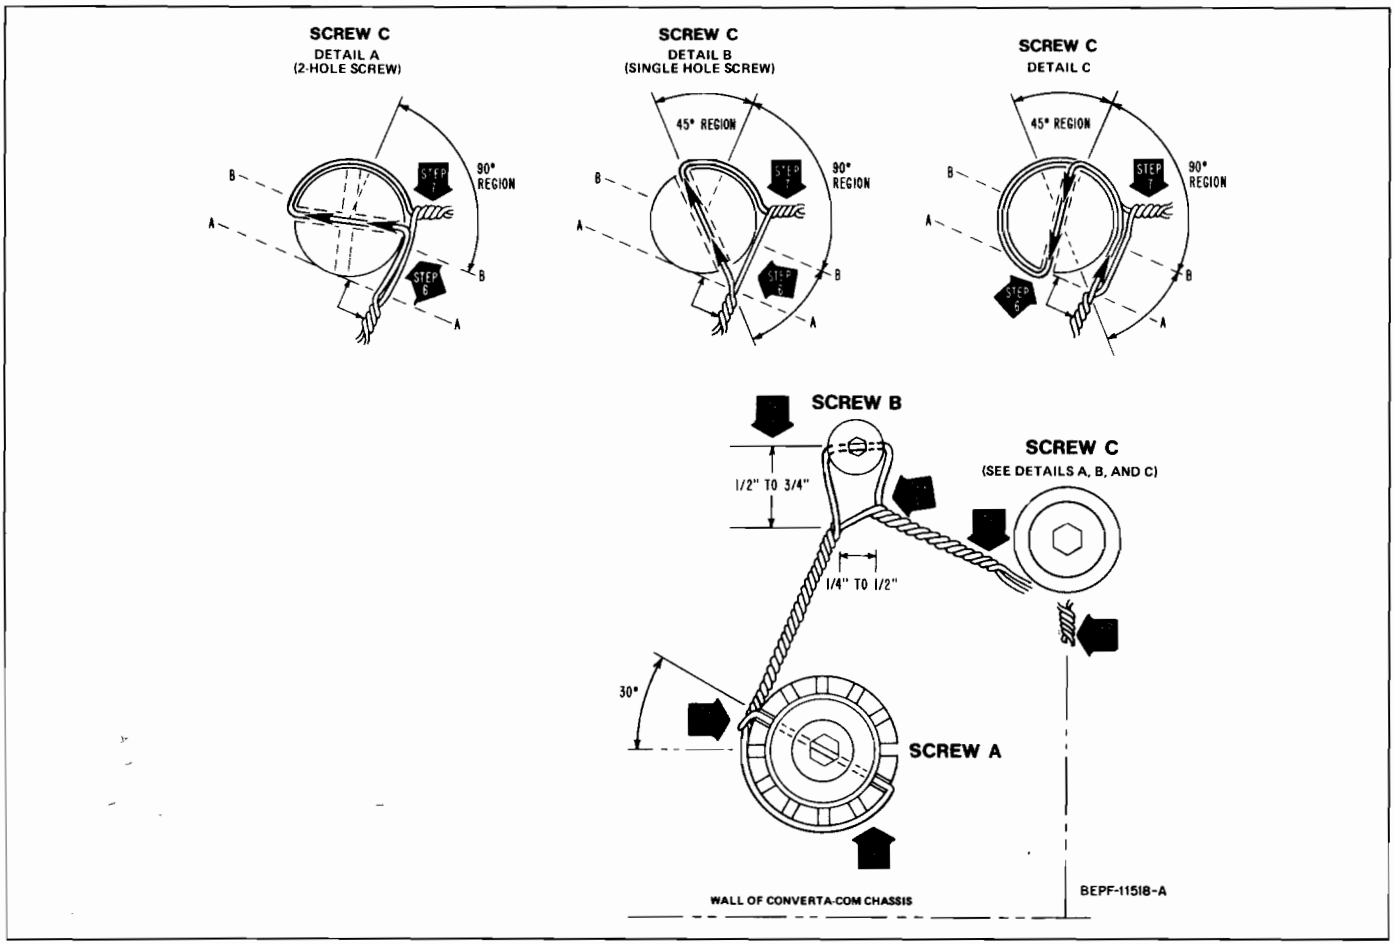

Figure 14. Pawl Arm and Safety Wire Detail
(20) To safety wire the bolts, use needle-nose pliers to pull half the length of the wire through from the adjustable bushing and shoulder bolt (screw A in Fig. 14) so that both ends are of equal length.
(21) Start the first clockwise twist in the pair of wires by hand in the 30° region shown in Fig. 14. Uisng safety wire pliers (6605942M01), complete the clockwise twist between screw A and screw B such that the last twist occurs ½″ to ¾″ from the centerline of screw B, as shown in Fig. 14.
(22) Insert one wire through screw B, and resume twisting of wire pair by repeating the hand twist procedure used in step 21 at a point ¼″ to ½″ from the end of the first twist. Using safety wire pliers, complete the clockwise twist such that the last twist occurs at the perpendicular line "AA" shown in Details A, B and C of Fig. 14.
(23) Insert one wire through screw C within the 90″ region shown in Detail A. Where only a single through hole screw is used, refer to Details B and C which shows the additional 45″ safety wire entrance area.
(24) Tighten the safety wire by pulling both ends towards the wall of the "Converta-Com" Console chassis. Hand start a clockwise twist and, using the safety wire pliers, add an additional five twists, minimum. Clip off and discard the excess wire. Bend the five-twist wire length against screw C to eliminate the safety danger posed by protruding lengths, of sharp wire.
(25) Recheck .032″ pin adjustment.